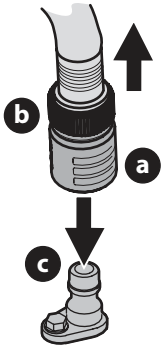

Fig. 31
3. Tirez sur le collier d'arrêt (a) de l'adaptateur (b) pour retirer l'adaptateur (b) de l'embout du système de nettoyage du plateau de coupe (c). Relâchez le collier d'arrêt pour fixer l'adaptateur sur l'embout du système de nettoyage (Fig. 31).